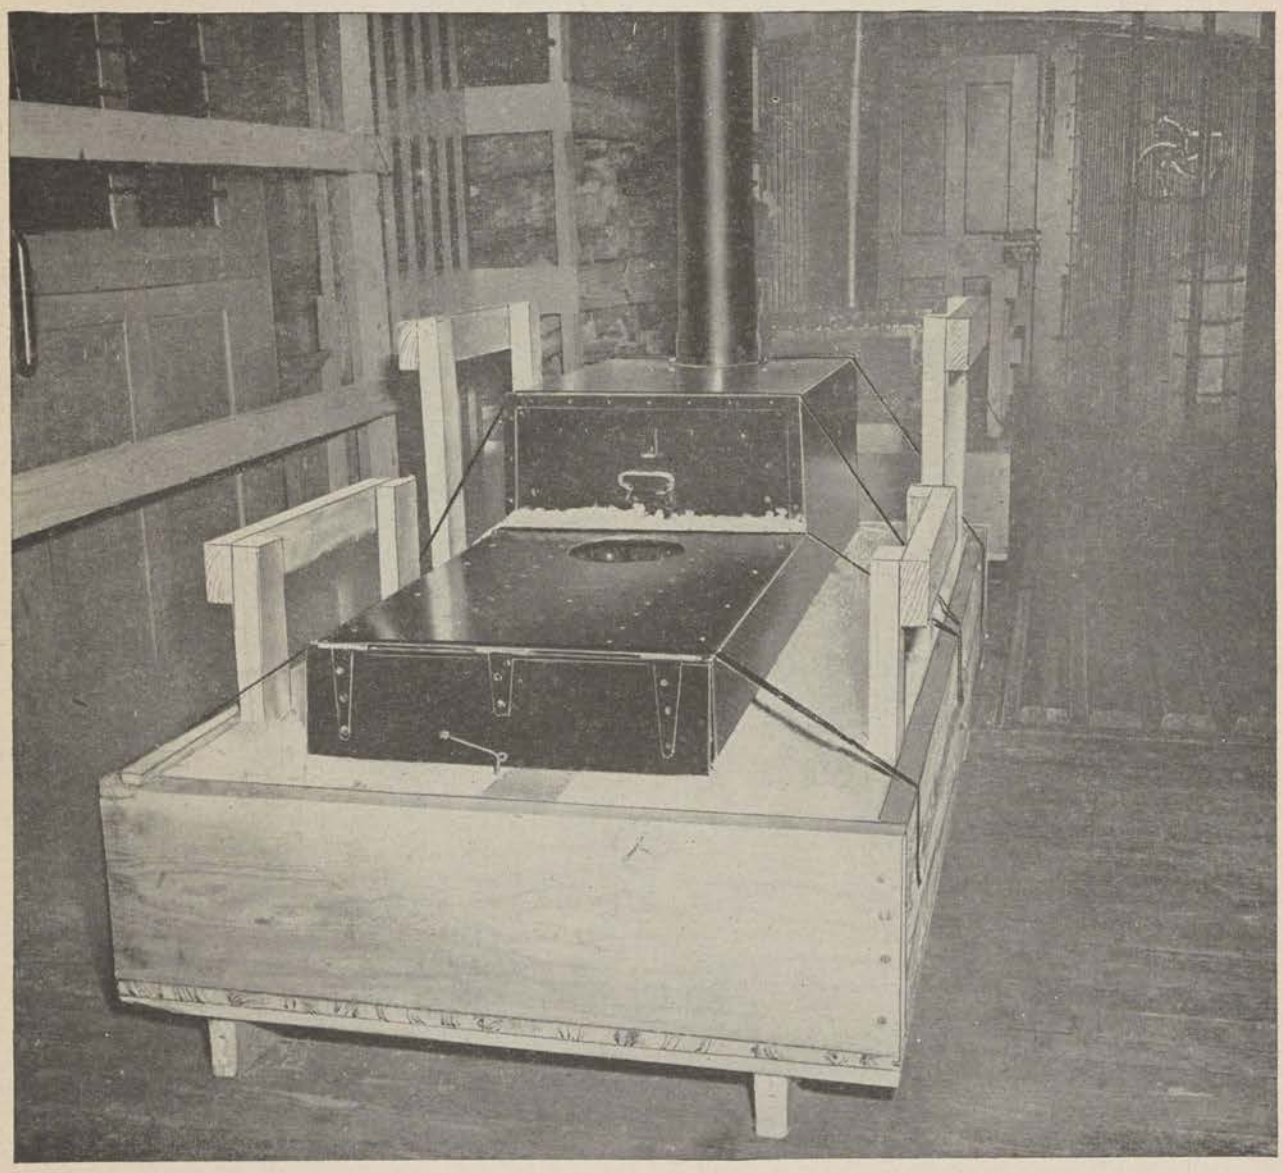

Figure 61. Range, Army field, No. 1, installed in railway kitchen car.
(1) Place the bakepan, part No. 52, on the ground. Set the boiler, part No. 50, inside of baking pan No. 52 and boiler No. 51 inside of boiler No. 50. Place tent guards inside of boiler No. 51 on bottom.
(2) Telescope the four joints of pipe. Inside of the pipe place two forks, three knives, one steel, one cleaver, and two folding lanterns. Place joints of pipe containing utensils inside of boiler No. 51.
(3) Place meat chopper in boiler No. 51 alongside of joints of pipe. Place two basting spoons, one meat saw, and one skimmer in boiler No. 51, on top of pipe. Cover with the smaller lid, No. 51, and then with the larger lid, No. 50.
(4) Place bakepan No. 52 upside down over the entire assembly. Care should be taken that bakepan handles are well down to the sides of the pan.
(5) Place stovepipe elbow in No. 54. Place dippers alongside of elbow.
(6) Place cover Nos. 54, 53, 49, and 48 on boilers in order named.
(7) Place nested boiler Nos. 48, 49, 53, and 54 in rear end of oven. Place bakepan and nested boiler Nos. 50, 51 in front end of oven. Close the oven door and lock with damper lock.
(8) Place Alamo attachment No 42A on left front corner of oven (No. 41) and Alamo attachment, No. 42B, on right front corner, inserting bar in crimp. This bar now rests against the pipe collar and prevents sliding.
(9) Place boiling plate (No. 42) on top of range, eye fitting over stovepipe flange and engaging under the flat hook. Make secure by fastening hook on front of boiling plate to the lug on back of range. The range is now secure for transportation.
a. GENERAL. When properly installed, Army field range No. 1 may be used for cooking in baggage cars or freight cars. (See fig. 61.) As many as three or four ranges may be installed in one car. The following equipment, in addition to that supplied with each range, is necessary: two galvanized iron water cans, two galvanized iron buckets, one stovepipe elbow, and 100 feet of wire. A fire extinguisher and a sand bucket must also be carried in each car in which a range is used.
b. TO INSTALL A RANGE IN A BAGGAGE CAR. (1) Construct a wooden box about 7 feet long by 3 feet 4 inches wide and 12 inches deep (inside measurements), with a bottom, using $1\frac{1}{2}$- or 2-inch material.
(2) Line the sides, ends, bottom, and the top edge of the box with galvanized iron or zinc.
(3) Place the box in the car on 2- by 4-inch boards running lengthwise on one side of the floor of the car about 2 feet from the side, leaving an air space of about 4 inches between the floor of the car and the bottom of the box. Nail 2- by 4-inch guards around the box as necessary to provide additional protection.
(4) Fill the box with dirt or sand to within about 2 inches of the top.
(5) Place a brick flush with top of the dirt at each of the four corners where the range will sit.
(6) Place the oven in the box, with the front close up against the end of the box, and deep enough so that when the oven door is opened, it will lie flat on the edge of the box.
(7) Place the boiling plate on the box behind the oven with the end resting on top of the angle iron at the rear of the oven. The Alamo attachments are not used when the No. 1 range is installed in a baggage car or freight car.
(8) Fasten the oven and the boiling plate to the box with several metal bands, or with strands of telephone or telegraph wire.
(9) Fill the space between the range and the sides of the box with soft mud to hold in the heat.
(10) Remove one of the ventilating windows from the baggage car and tack the tent guards over the opening, one on the outside and one on the inside. Attach the stovepipe to the range and extend it about 6 inches through the opening. Place the elbow on the end of the pipe, facing toward the rear of the train, and wire it firmly to the car. Also wire the stovepipe to both sides of the car. If the range is set up in a freight car, cut a hole in the top of the car for the stovepipe, and use the tent guards as in a baggage car.